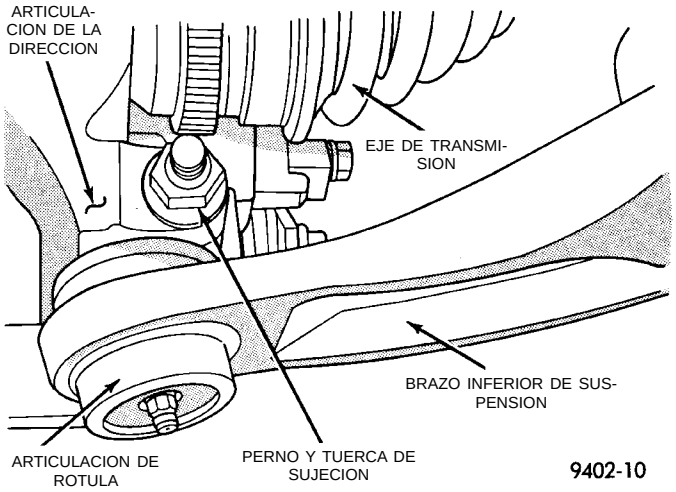

Fig. 32 Fijación del brazo de suspensión a la articulación de la dirección
(1) Eleve el vehículo sobre gatos fijos o centrado en un elevador de contacto de bastidor. Para informarse sobre el procedimiento de elevación requerido, consulte Elevación, en la sección Lubricación y mantenimiento de este manual. Retire el conjunto de rueda y neumático del lado del vehículo que requiere el servicio del brazo de suspensión inferior.
(2) Retire la tuerca y el perno de sujeción de la articulación de la dirección al perno espárrago de la articulación de rótula (Fig. 32).
(2) Apriete primeramente la tuerca y el perno del brazo de suspensión inferior delantero con una torsión de 163 N·m (120 lbs. pie) y después apriete el perno de fijación del brazo de suspensión inferior trasero con la misma torsión.
(3) Instale el perno espárrago de la articulación de rótula en la articulación de la dirección. Después instale la tuerca y el perno de sujeción de la articulación de la dirección al perno espárrago de la articulación de rótula (Fig. 32). Apriete el perno de sujeción con una torsión de 95 N·m (70 lbs. pie).